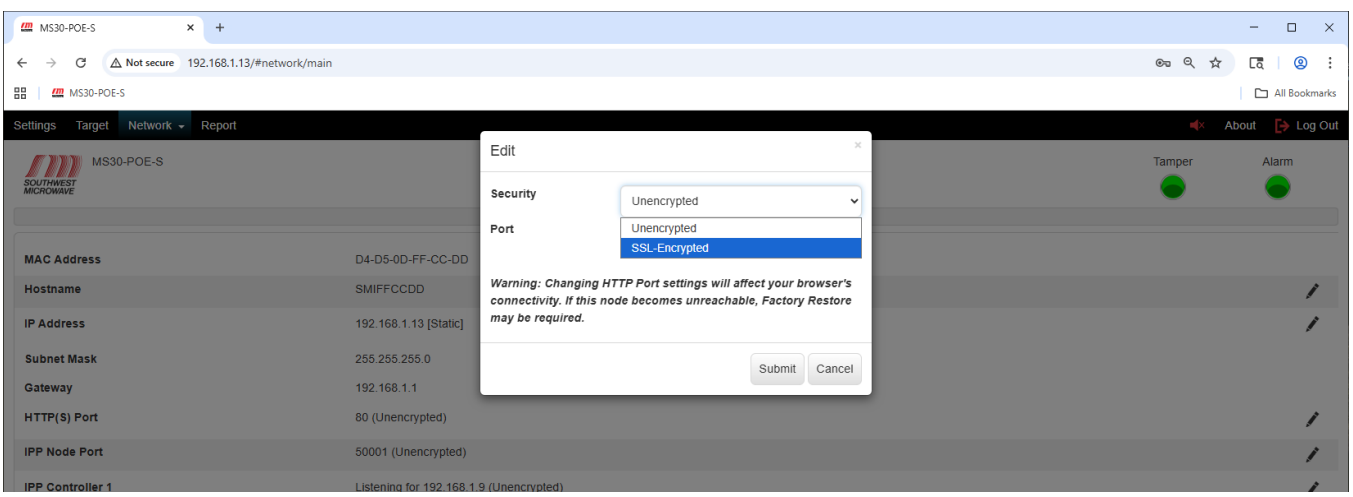
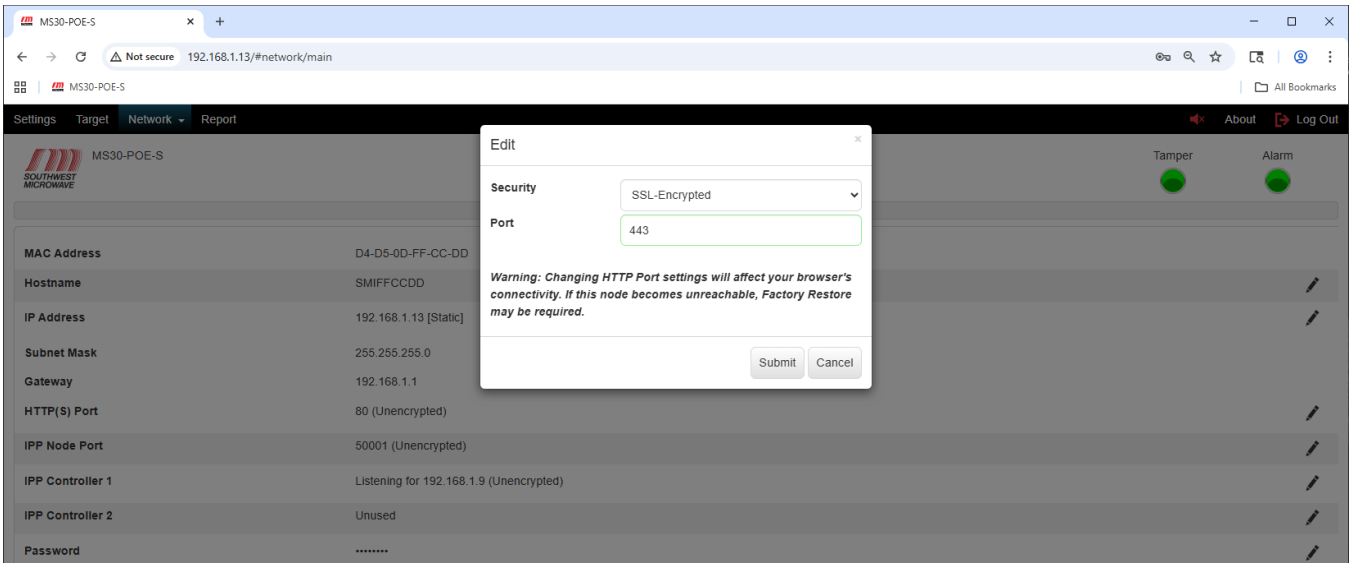

*Figure 15.2 – SSL-Encrypted*
*Figure 15.3 – SSL-Encrypted Selected*
To change the security of the "HTTP(S) Port" to Encrypted select the "Security" pull down menu to open the SSL-Encrypted setting as shown in Figure 15.2. Selecting the "SSL-Encrypted" line will change the port to 443 as shown in Figure 15.3.